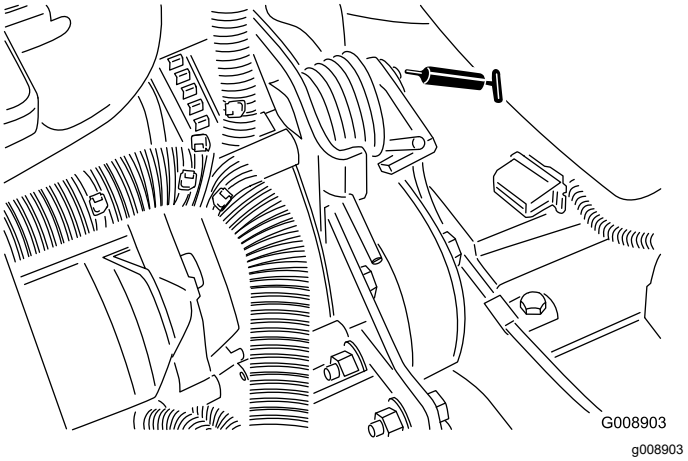

Figuur 54
- Draaipunt riemspanning (Figuur 54)